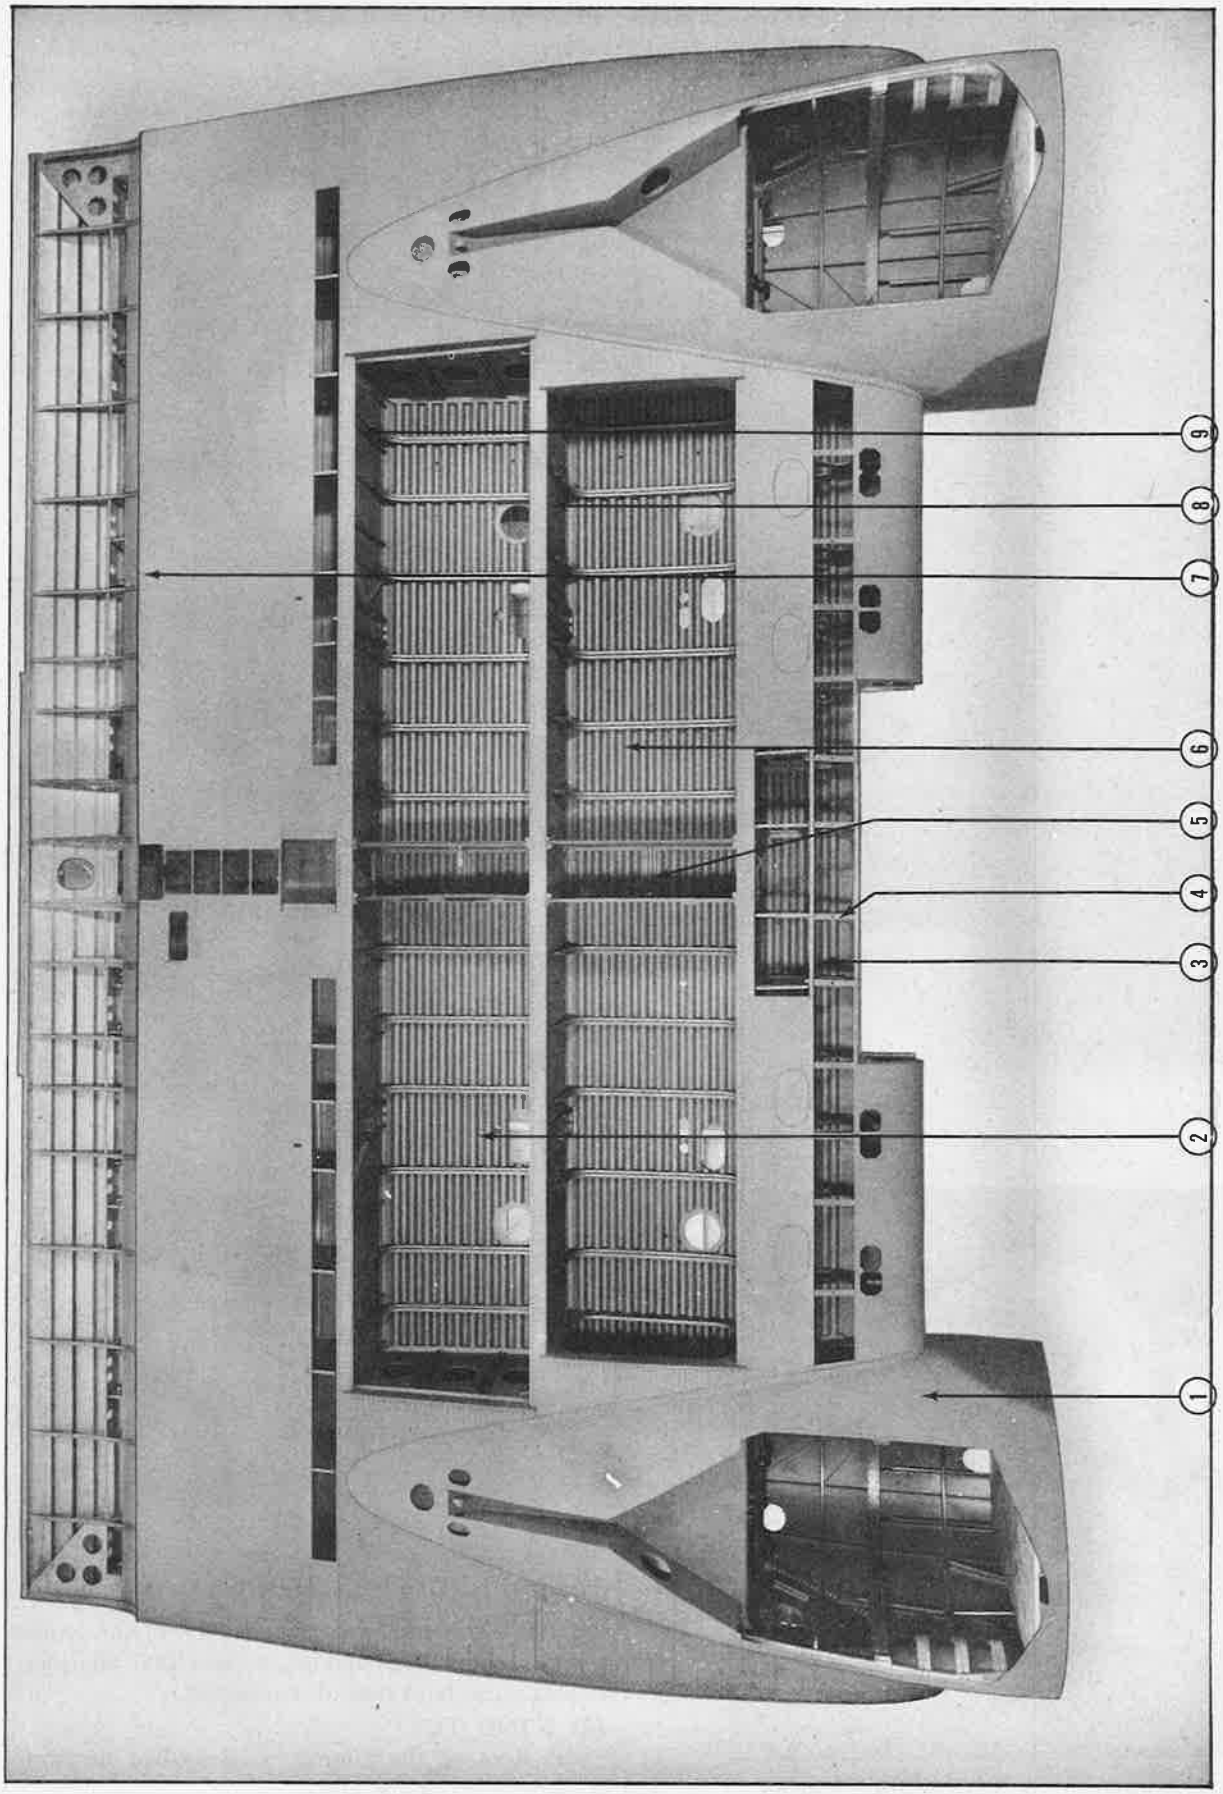

Figure 114—Center Wing—Bottom View
(1) CENTER WING SECTION. *(See figures 114 and 115.)*—The center wing is an aluminum-alloy structure containing three main spars and an auxiliary spar. The trailing section is removable, being attached to the aft spar by means of bolts and elastic stop nuts. The nacelles, which are constructed as separate units, are bolted to the center wing. Incorporated in each nacelle structure, on the lower "hat" sections, are two rubber fittings against which the landing-gear axle rests when the landing gear is retracted. These provide a support for the landing and protect the nacelle structure when landings are made with the landing gear in the retracted position.